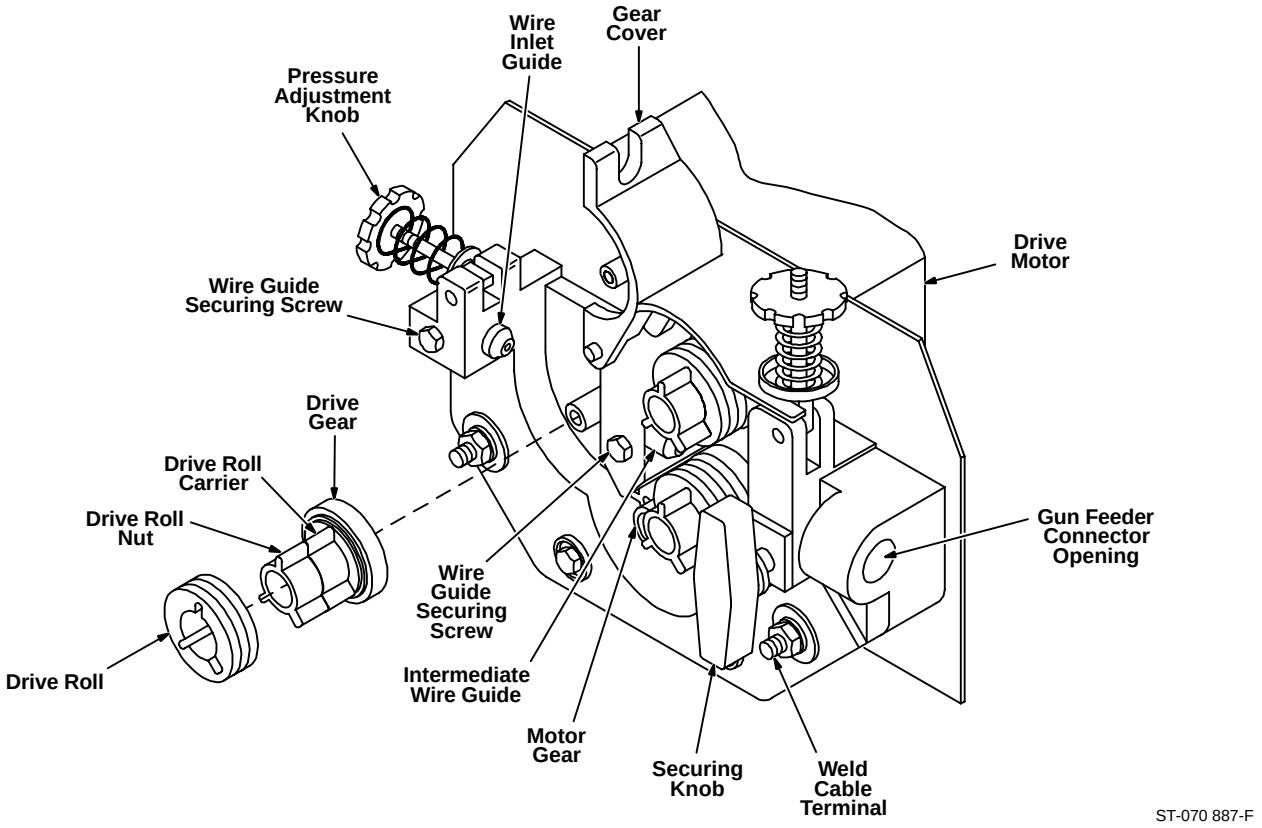

Figure 4-1. Drive Roll And Wire Guide Installation On Four Drive Roll Units
4-3. WIRE GUIDE AND DRIVE ROLL INSTALLATION (Figure 4-1)
2. Install wire guides as illustrated in Figure 4-1. Adjust after installing drive rolls, and secure by tightening securing screws.
A. Gun Connector To Drive Assembly (Provides Weld Power And Shielding Gas, If Applicable) (Figure 4-1)